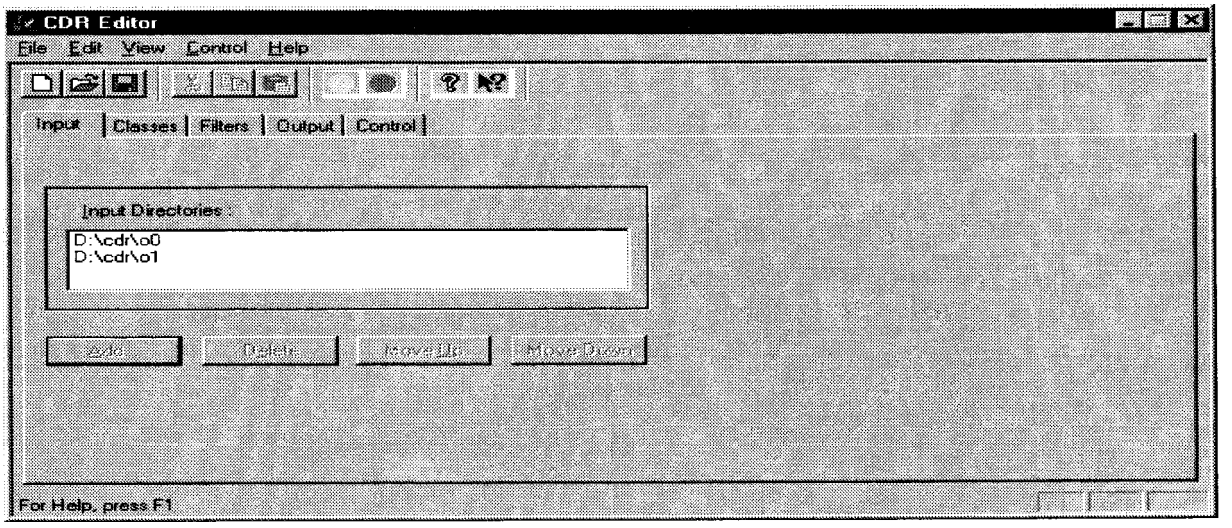

FIGURE 4-98. CDR INPUT FILTER WINDOW
(1) Fill in the Min and Max System Plane Coordinates by placing the cursor on the field and selecting a numeric value in the range 0 to MAX_SYS_X (SV) or MAX_SYS_Y (SV). For invalid coordinates error messages will be displayed.
6. Input tab (Figure 4-98):